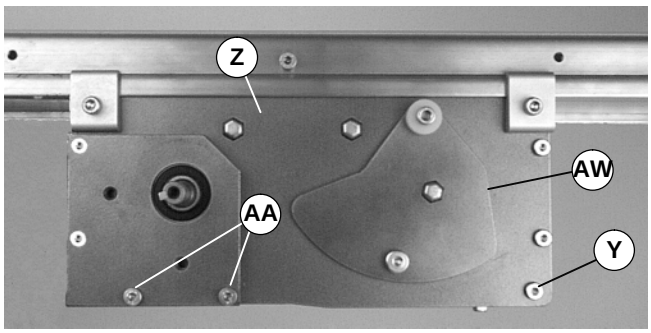
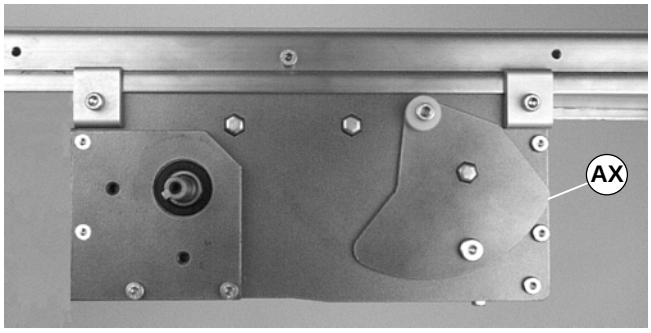

Abbildung 36
Abbildung 37
12. Die Schraube (Y siehe Abbildung 36) an jeder Seite mit 9 Nm festziehen.
13. Schrauben (AA siehe Abbildung 36) auf jeder Seite des Mittenantriebsmoduls wieder anbringen (Z). Die Schrauben mit 9 Nm festziehen.
HINWEIS: Bei einem neuen Gurt befindet sich die Spannplatte in Position (AW siehe Abbildung 36). Wenn die Spannplatte bis zu Position (AX siehe Abbildung 37) reicht, muß der Fördergurt ersetzt werden.